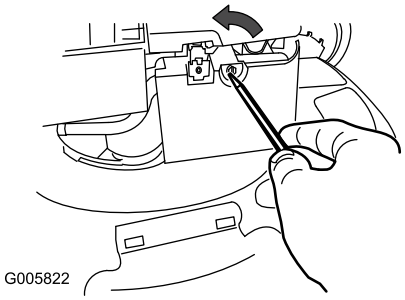

Bild 27
1. Öffnen Sie die Luftfilterabdeckung mit einem Schraubenzieher (Bild 27).